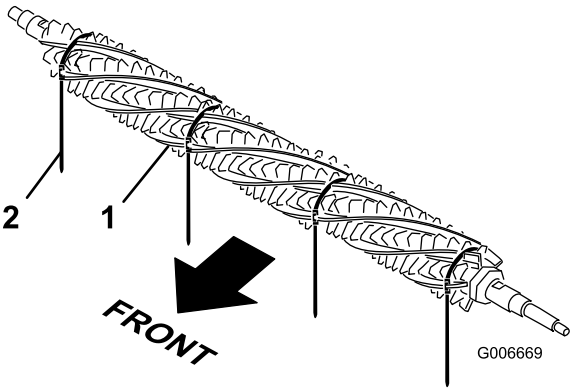

図 36
1. グルーマリールの一方の側から、ブラシを差し入れ、グルーマリールの各溝にブラシが入るようにセットする図 36。